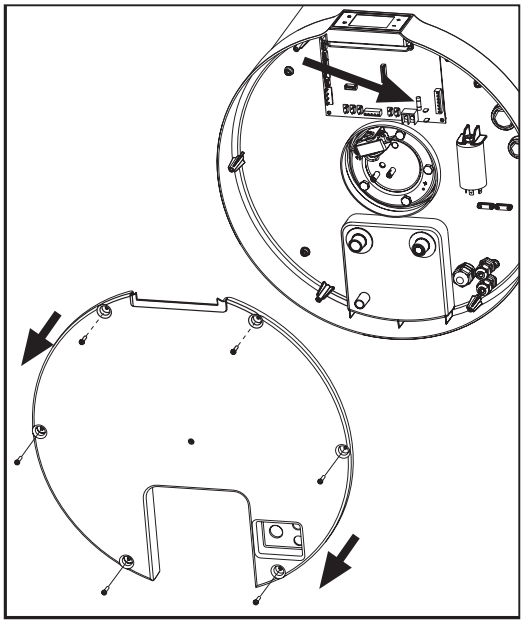

Abb. 65
- Entfernen Sie die untere Abdeckung, indem Sie zuerst die entsprechenden Sicherungsschrauben lösen (Abb. 65).